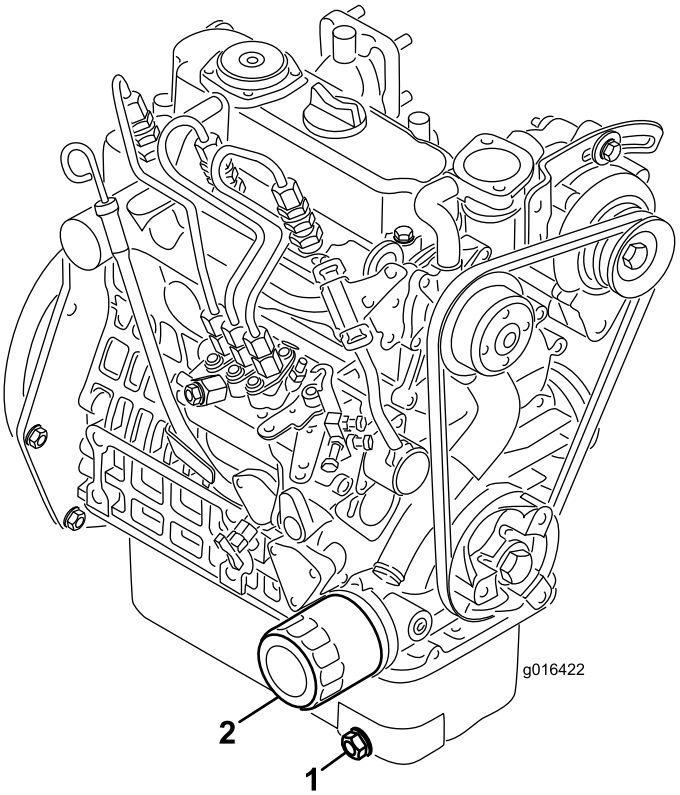

Figur 38
1. Fjern tappepluggen (Figur 38) og la oljen renne ut i et tappefat. Når oljen slutter å renne, setter du tappepluggen på igjen.